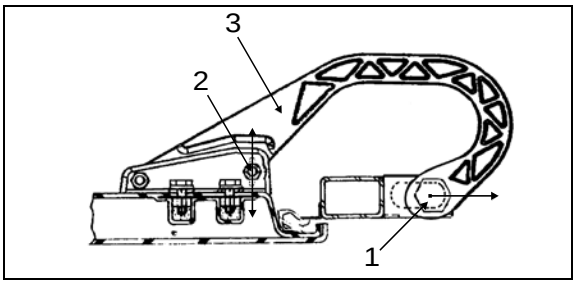

FIGURE 73: DOOR HINGE 18196
2. Loosen nut (1, Figure 73).
3. Move part (3, Figure 73) as shown in figure for "LEFT or RIGHT" adjustment.
4. Tighten nut (1, Figure 73).
5. Loosen nut (2, Figure 73).